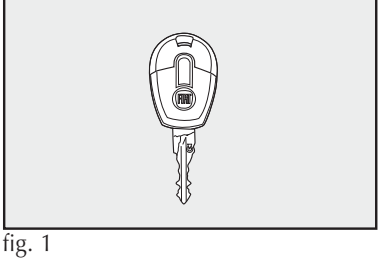

fig. 1
CHAVES - fig. 1
- Duas chaves **fig. 1**.
A chave **fig. 1** de uso normal no veículo é usada para:
A chave de ignição possui predisposição para instalação de telecomando a distância **fig. 1**.